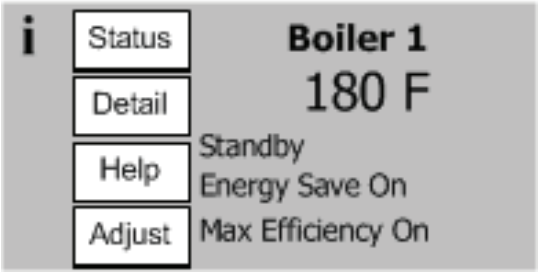
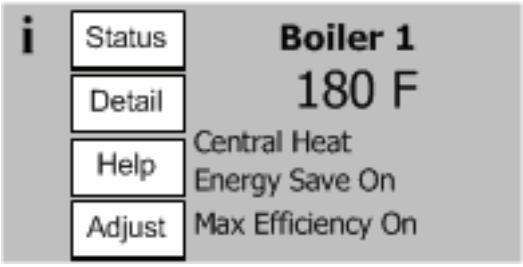

Figure 11.2a: Home Screen at Power-Up (No Call for Heat)
Figure 11.2b: Home Screen on Heat Demand
11) Start the boiler using the lighting instructions on page 97. With the boiler powered up, and with no call for heat, the display should look like Figure 11.2a. Once a call for heat is present, it will look like Figure 11.2b.